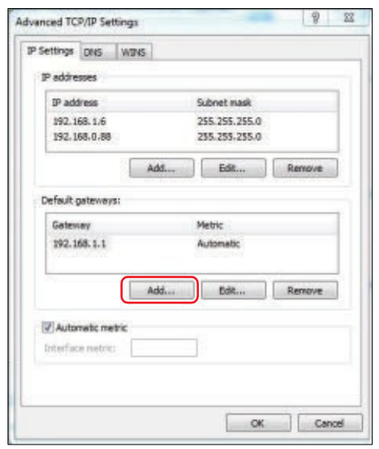

Fig. 6.10
(4) Return “Advanced TCP/IP settings”, add gateway by clicking “Add…” as indicated in Fig. 6.10.